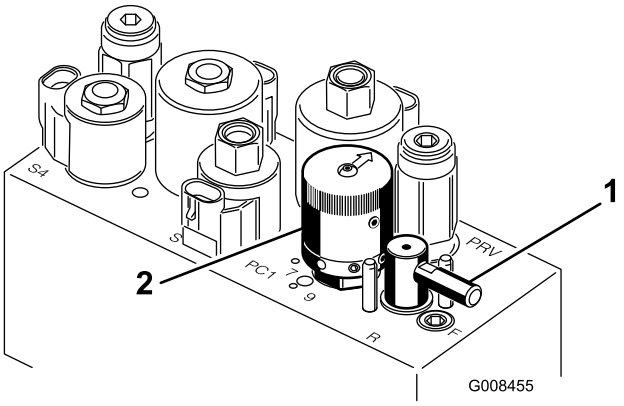

Figur 50
5. Drej baglapningsgrebet til positionen ”R” (Figur 50).
6. Drej hastighedsregulatoren til knivcylindre til indstillingen 1 (Figur 50).